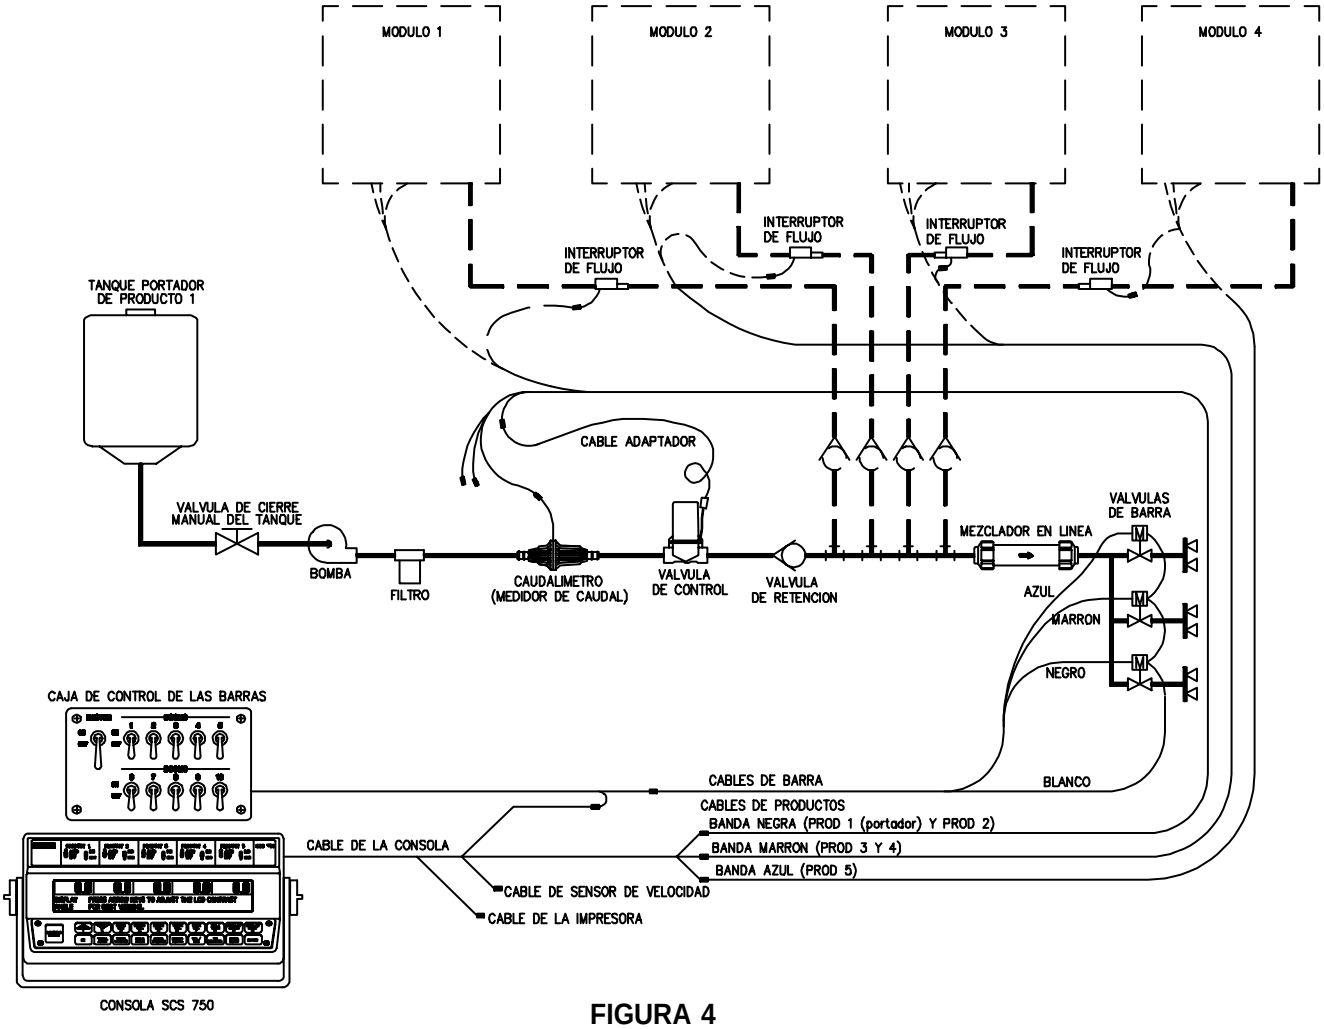

FIGURA 4
El esquema que aparece en la figura 4 es un sistema SCS 750 típico. Se sugiere que la consola SCS 750 se instale para usar el Producto 1 como el portador y todos los demás productos restantes para inyección o auxiliares. Aunque esto no es obligatorio, constituye el sistema recomendado.
1) Monte el caudalímetro en el área de las válvulas de barra como se muestra en la figura 4. Todo el caudal que pasa por el caudalímetro debe dirigirse a las barras solamente, p. ej.: no debe existir una tubería (línea) de retorno al tanque o a la bomba después del caudalímetro.